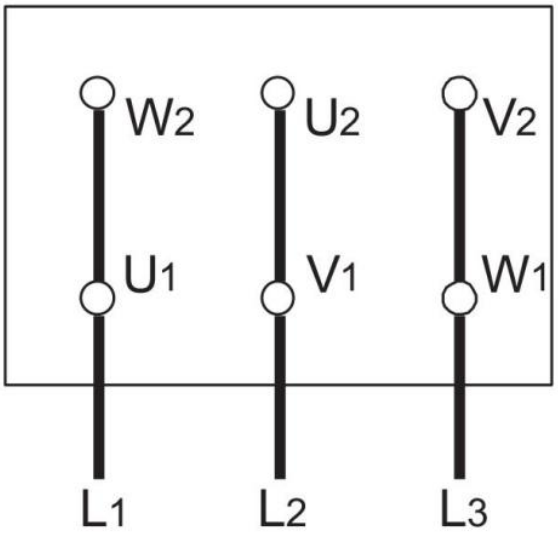
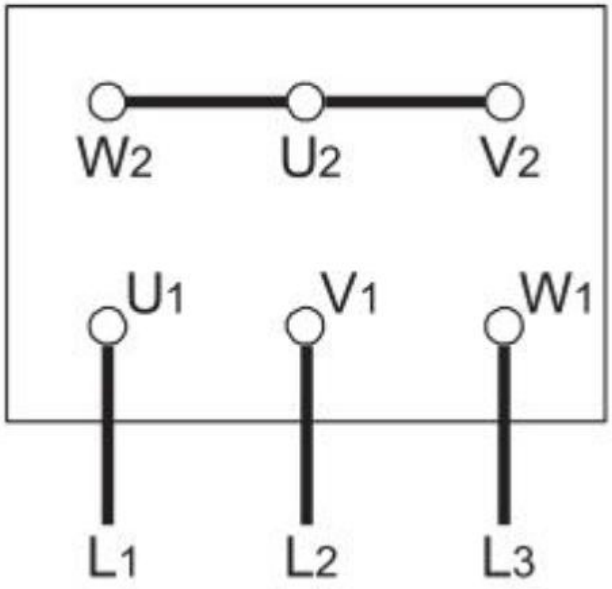
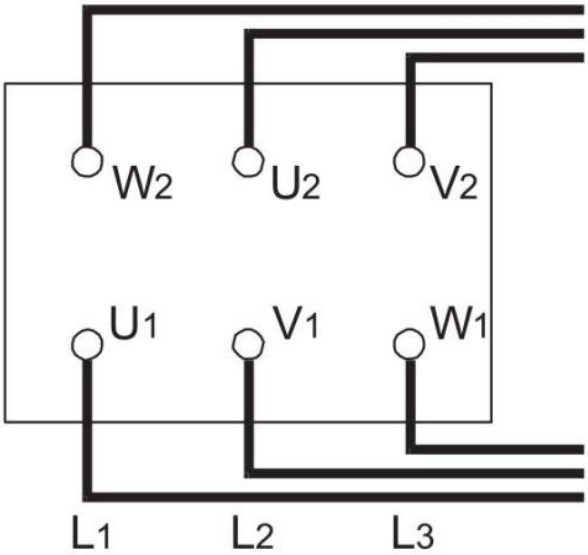

Рис. 7 Подключение - треугольник
Рис. 8 Подключение - звезда
Рис. 9 Подключение - звезда/треугольник
- Подключение к сети в таблице зависит от номинальной мощности двигателя, источника питания и типа подключения. Необходимое соединение перемычек в клеммной коробке показано на схемах ниже (рис. 7, рис. 8, рис. 9).
| Тип подключения | Y – звезда (рис. 8) | Δ – треугольник (рис. 7) |
| Y / △ – подключение к устройству плавного пуска | - | Удалите соединительные перемычки (рис. 9) |